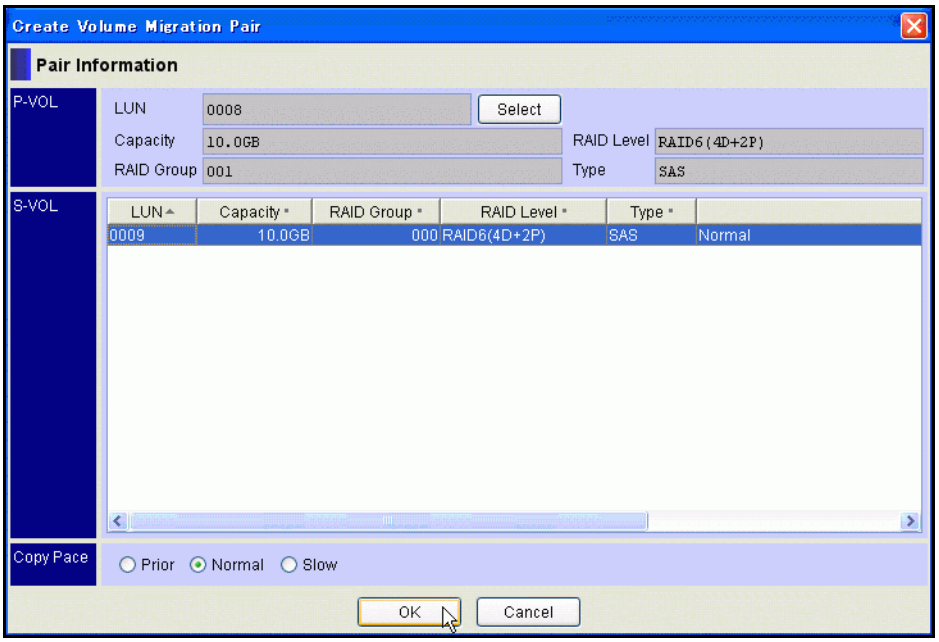

Figure 11-17: Create Volume Migration Pair Dialog
10. Select the LUN for the S-VOL and Copy Pace, click **OK** as shown in Figure 11-17.